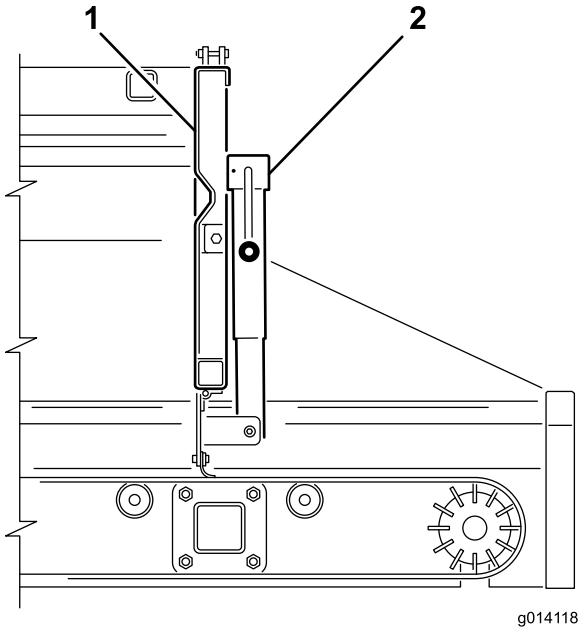
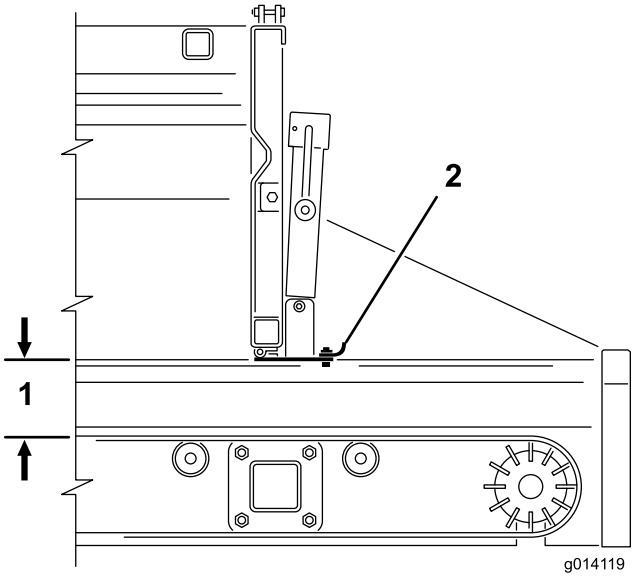

Figur 27
Figur 28
2. Använd vevhandtaget för att öppna eller stänga den justerbara delen av baklämmen (Figur 27 och Figur 28) för att justera materialflödet när du använder redskap.